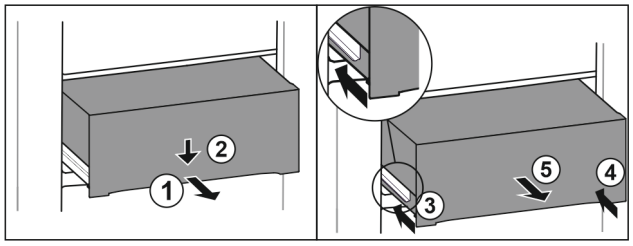

Fig. 173
- ▶ Pull out drawer half-way. *Fig. 173 (1)*
- ▶ Push the drawer down at the front. *Fig. 173 (2)*
- ▶ Push the left rail in by about 2 cm. *Fig. 173 (3)*
- ▶ Push the right rail in by about 2 cm. *Fig. 173 (4)*
- ▶ Remove drawer to the front. *Fig. 173 (5)*